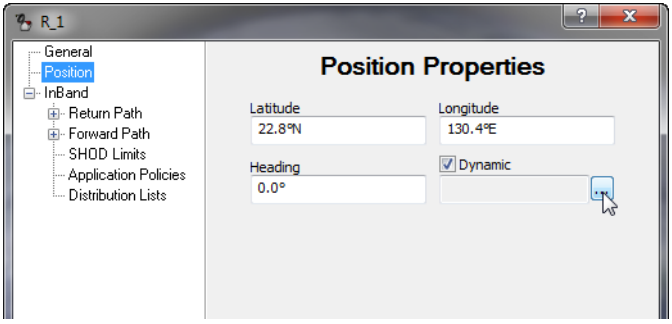

Figure 3-114 Enable Dynamic Function for SOTM Remote
2. Right-click on a mobile Remote site and open the **Properties** window. Select **Position** from the tree menu to display the Position Properties dialog (figure 3-114).